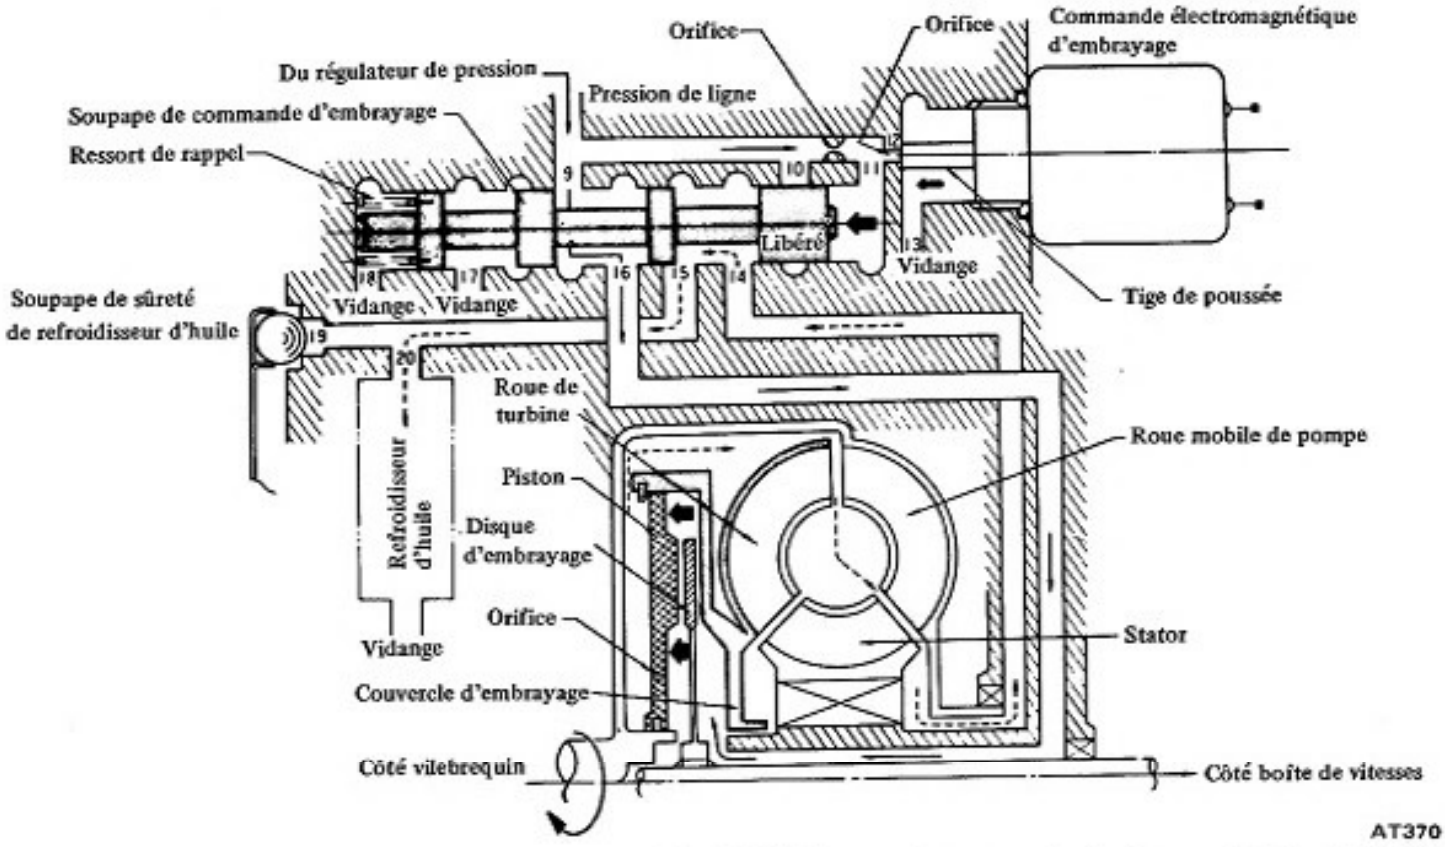

Fig. AT-30 Soupape de commande d'embrayage (embrayage libéré)
Quand la commande électromagnétique d'embrayage est excitée, la tige de poussée de commande sort de manière à fermer l'orifice (12). La pression de ligne est alors appliquée à l'embout droit (11) de la soupape de commande. Cette pression asservit la force du ressort de rappel de la soupape de commande et déplace la soupape de commande d'embrayage vers la gauche jusqu'a ce que la soupape se trouve dans la position indiquée par la figure AT-30.